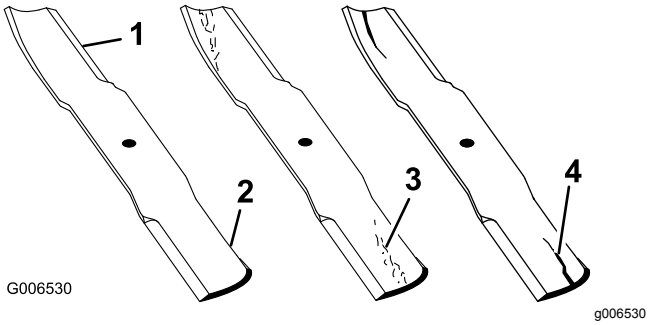

Figure 64
1. Examinez le tranchant des lames (Figure 64).
4. Remplacez immédiatement toute lame fendue, usée ou qui présente une entaille (Figure 64).